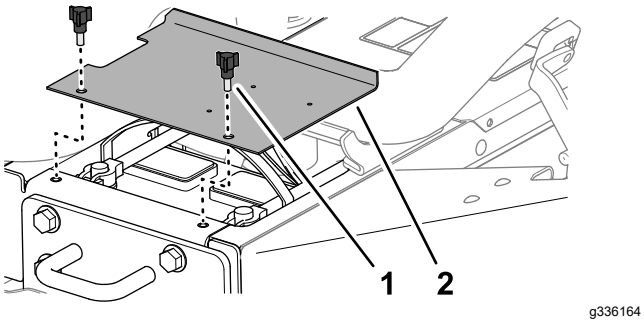

Figur 4
1. Avlägsna de två rattarna som fäster batterikåpan på maskinen, och plocka sedan bort kåpan (Figur 4).